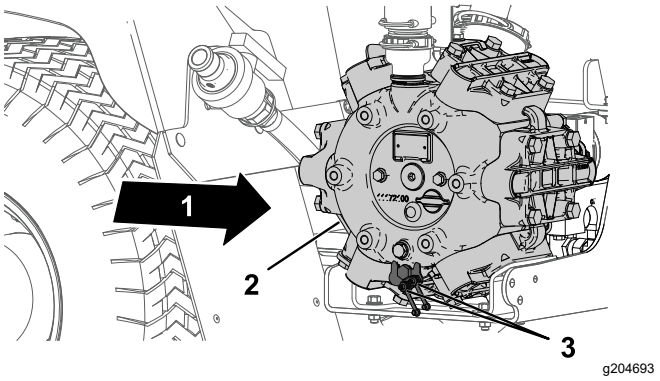

Figur 70
1. Torka av de två fjärrsmörjnipplarna (Figur 70).
2. Pumpa in fett i fjärrsmörjnippeln (Figur 70).